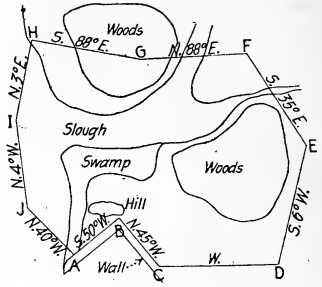

Fig. 4.
5. Having a field bounded by the lines passing between the points *A, B, C, D, E, F, G, H, I, J* (Fig. 4), all of which are about 5 ft. above the level of high water in the river; dense woods in the areas indicated; a hill 35 ft. high; a wall 20 ft. high; a swamp and a slough in the indicated positions; and the points *I* and *J* marked by piles in the river; show how lines would be traced and their